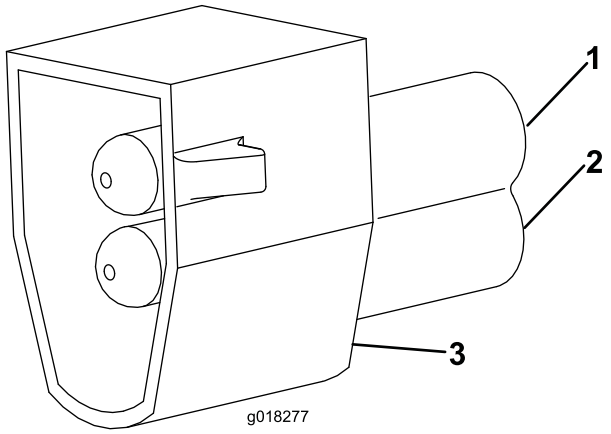

Figur 9
3. Skub PM2-konnektoren på nummerpladekablets terminaler (Figur 9).